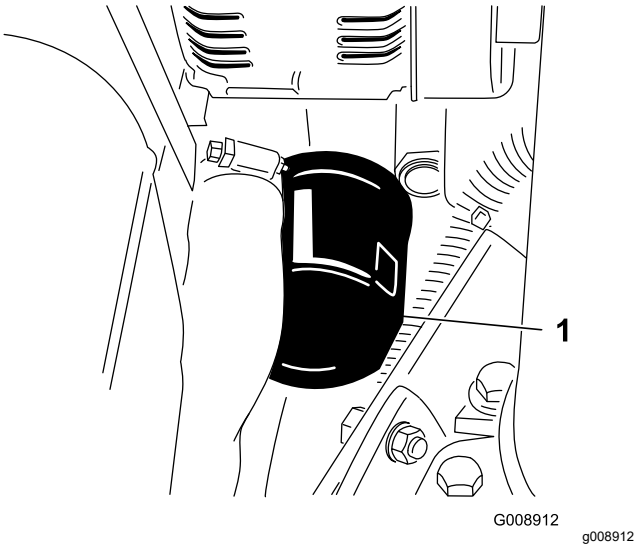

Figur 62
3. Ta av oljefilteret (Figur 62).